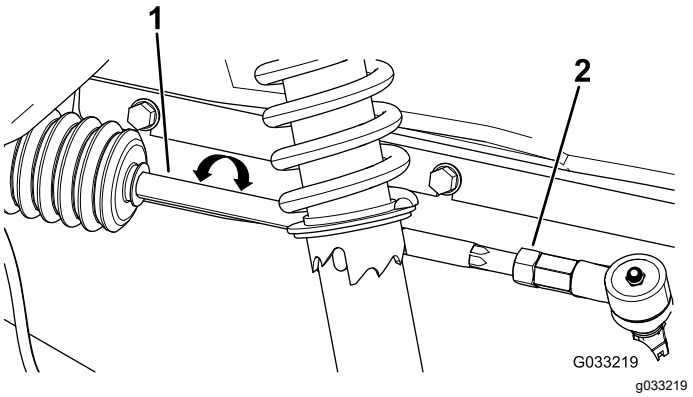

**Figuur 46**
2. Als deze afstand buiten het bereik van 0 tot 6 mm valt, moet u de contramoeren aan het uiteinde van de spoorstangen losdraaien (Figuur 46).